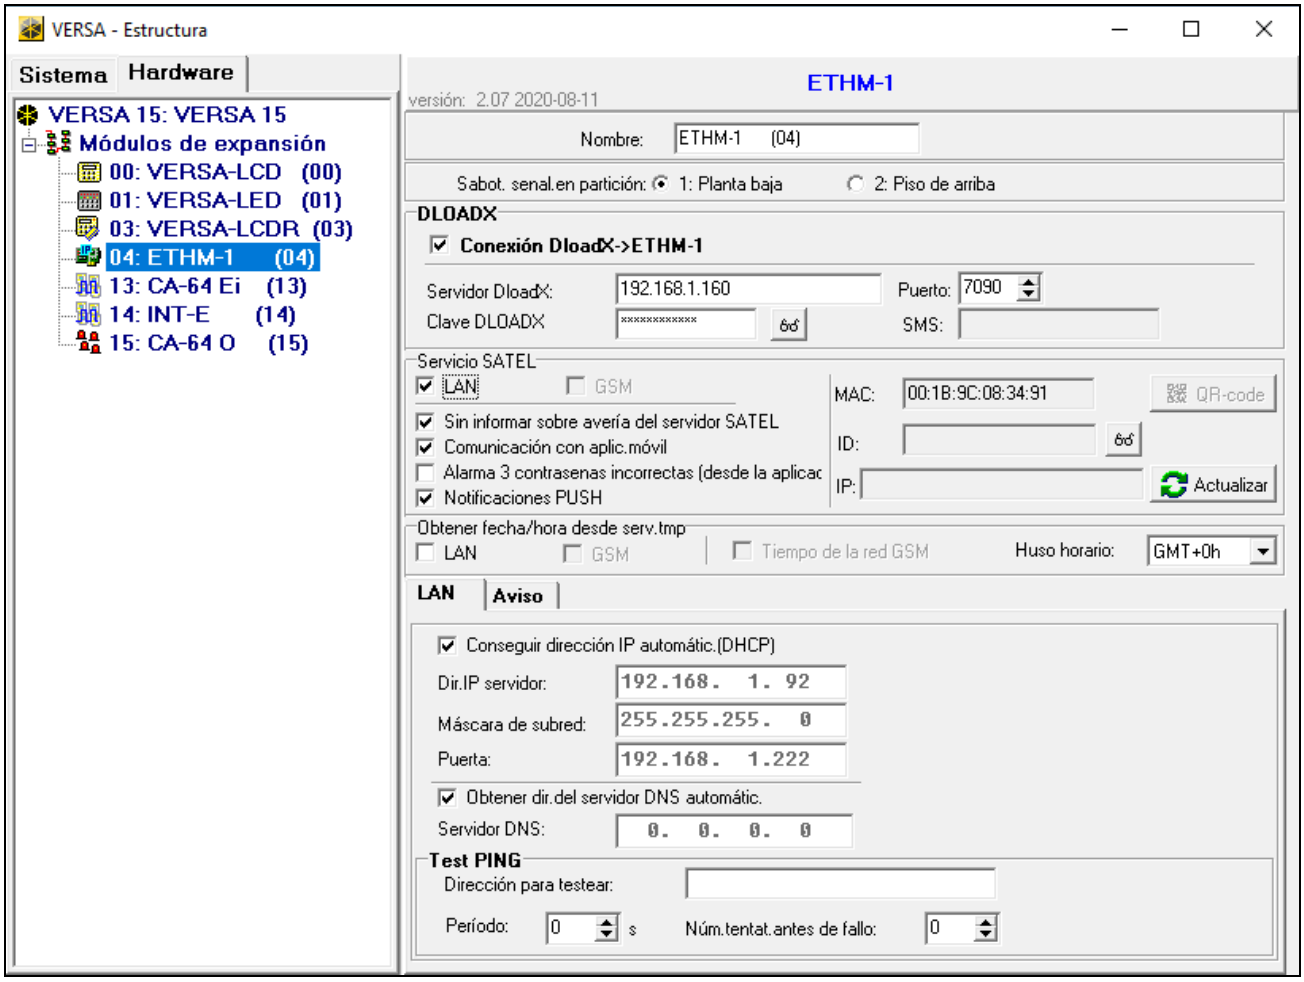

Fig. 12. Programa DLOADX: ajustes del módulo conectado a la central VERSA.
- programa DLOADX: →ventana «Versa – Estructura» →pestaña «Equipo» →rama «Módulos de extensión» →*[nombe del módulo]* (fig. 12).